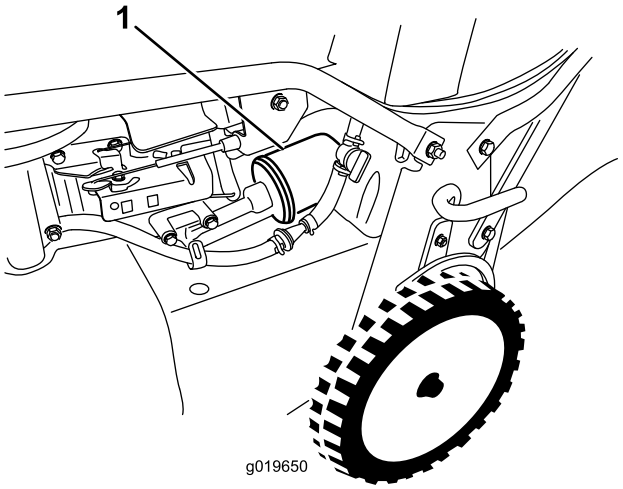

Rysunek 30
6. Wyciągnij filtr oleju (Rysunek 30).